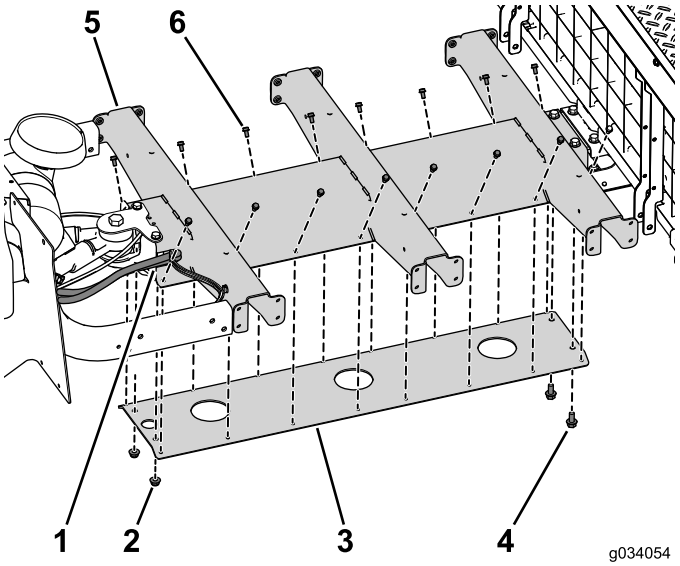

Figuur 30
1. Gebruik de 4 bouten (5/16 x 3/4 inch) om de platformsteun losjes aan het centrale kanaal te bevestigen (Figuur 30).